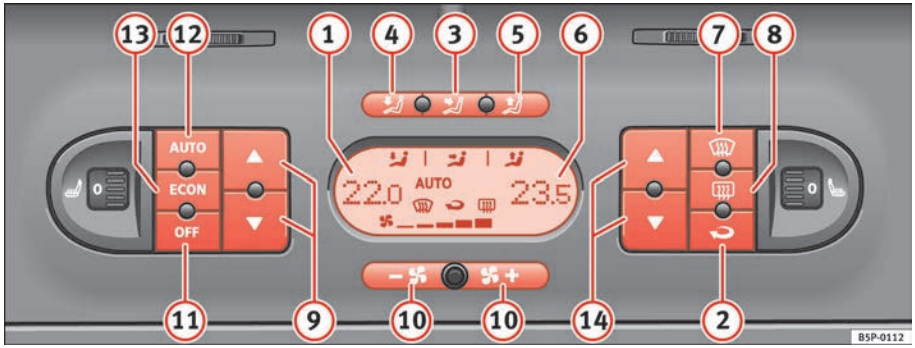

Fig. 130 On the dash panel: 2C Climatronic controls
– Press the temperature control buttons ⇒ page 155, fig. 130 (9) or (14) in order to adjust the temperature on the left hand side or the right hand side respectively.
– Press the button AUTO ⇒ page 155, fig. 130 “AUTO” is shown on the display. ▶